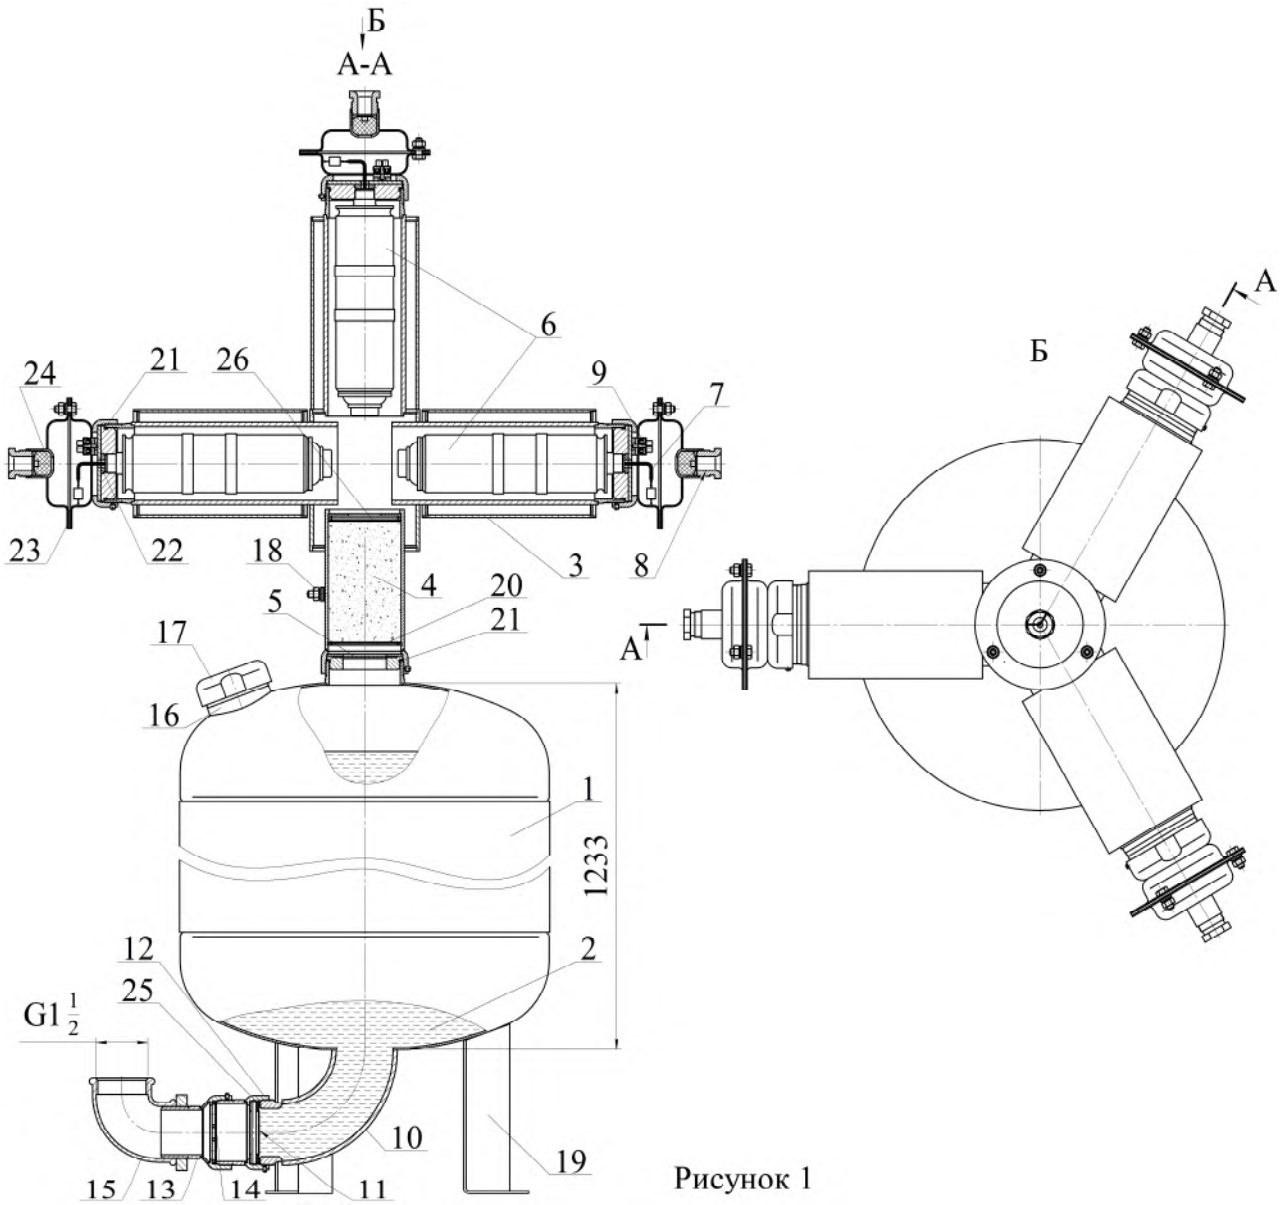

Рисунок 1
4.1.1 МУПТВ (см. рисунок 1) состоит из корпуса **1**, заправленного ОТВ **2**, газогенерирующего устройства **3** и мембранного рабочего узла, смонтированного в нижней части модуля. Канал с фильтрующим веществом 4, соединяющий газогенерирующее устройство **3** с внутренней полостью корпуса **1**, загерметизирован эластичной прокладкой **5**. В корпусе газогенерирующего устройства установлены 4 ИХГ **6** с элементами электропусковыми **7**. Газогенерирующее устройство для каждого ИХГ снабжено вводными коробками с герметичными кабельными вводами **8**. Монтажные кабели через кабельные вводы **8** входят во вводную коробку и через зажимы контактные винтовые **9** соединяются с проводами элементов электропусковых **7**. В мембранном узле сопловое отверстие **10**, предназначенное для выхода ОТВ, перекрыто срезной мембраной **11**, которая поджата гайкой **12**. С гайкой **12** через штуцер **13** с закрепленным в нем фильтрующим элементом **14** присоединен угольник **15** с внутренней резьбой G1$^1/_2$, предназначенный для соединения МУПТВ с трубной разводкой. В верхней части корпуса расположены горловина **16** для заливки ОТВ и предохранительный клапан **17.** МУПТВ имеет заземляющий зажим **18**. В нижней части корпус МУПТВ снабжен тремя опорами **19** для установки на полу.
6.3 Установить корпус МУПТВ на полу, соединить заранее смонтированную трубную разводку с угольником **15** (см. рисунок 1). Закрепить опоры **19** к полу, координаты крепежных отверстий на опорах показаны на рисунке 2.
Залить в отверстие верхней горловины **16** (см. рисунок 1) воду (питьевую либо дистиллированную) (температура воды должна быть плюс (15…25)ºС объемом $94{,}5^{+0{,}6}$ дм$^3$. Открыть упаковки с жидкими добавками к воде и залить их в отверстие верхней горловины **16**.
6.5.3 Полученный раствор ОТВ порциями залить в отверстие верхней горловины **16** (см. рисунок 1). Для окончательного приготовления ОТВ открыть упаковки с жидкими добавками и залить их в отверстие верхней горловины **16**.